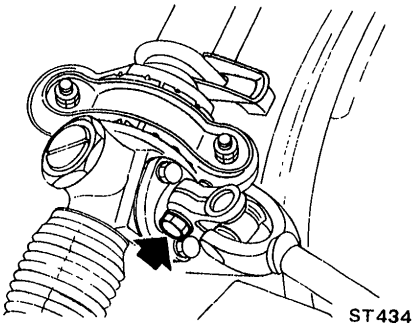

Fig. ST-8 Loosening nut securing lower joint to pinion gear
8. By loosening nut securing lower joint to pinion gear, take lower joint assembly out. See Figure ST-8.